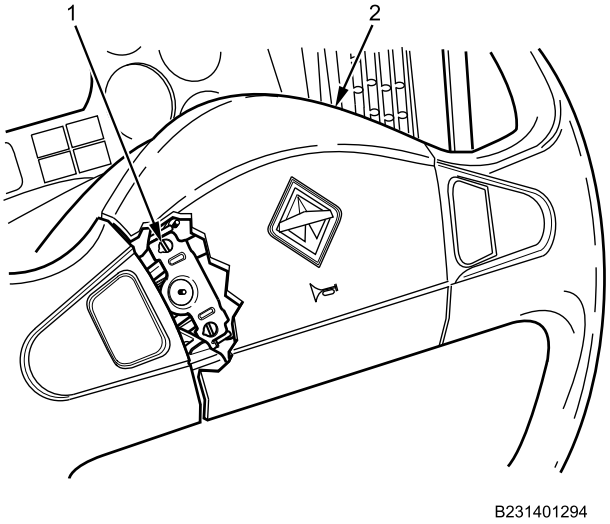

Figure 2. Horn Button Assembly and Spring.
2. Apply pressure to release spring (Figure 2, Item 1) retaining horn button while simultaneously applying outward pressure on horn button (Figure 2, Item 2).
3. Release remaining three horn button attachment points using crosstip screwdriver while applying outward pressure on horn button (Figure 2, Item 2).